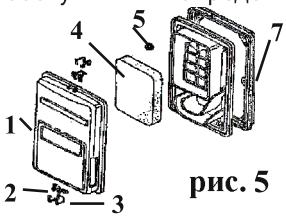

рис. 5
7.4.1 Демонтируйте крышку **1** (рис. 5). При отделении крышки от корпуса не повредите уплотнение. Снимите фильтрующий элемент **4** (рис. 5).